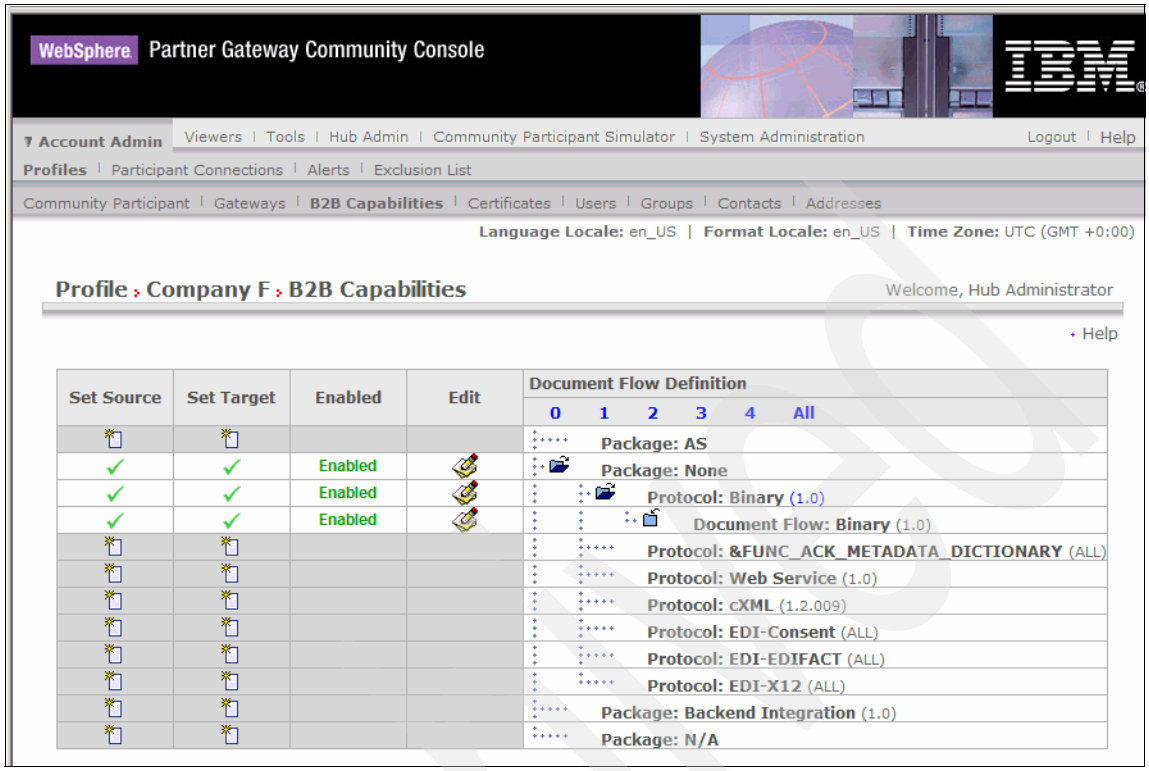

Figure 12-9 Setting the B2B Capabilities for Company F
4. In the B2B Capabilities window, enable **Protocol** and **Document Flow: Binary** under packaging and **None** for source and target. The configuration should look like Figure 12-9 on page 352.